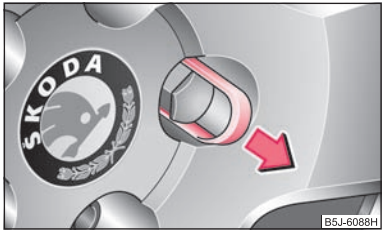

Fig. 149 : Pull off cap from the wheel bolt
– Pull the cap off with the **plastic clip** ⇒ fig. 149.